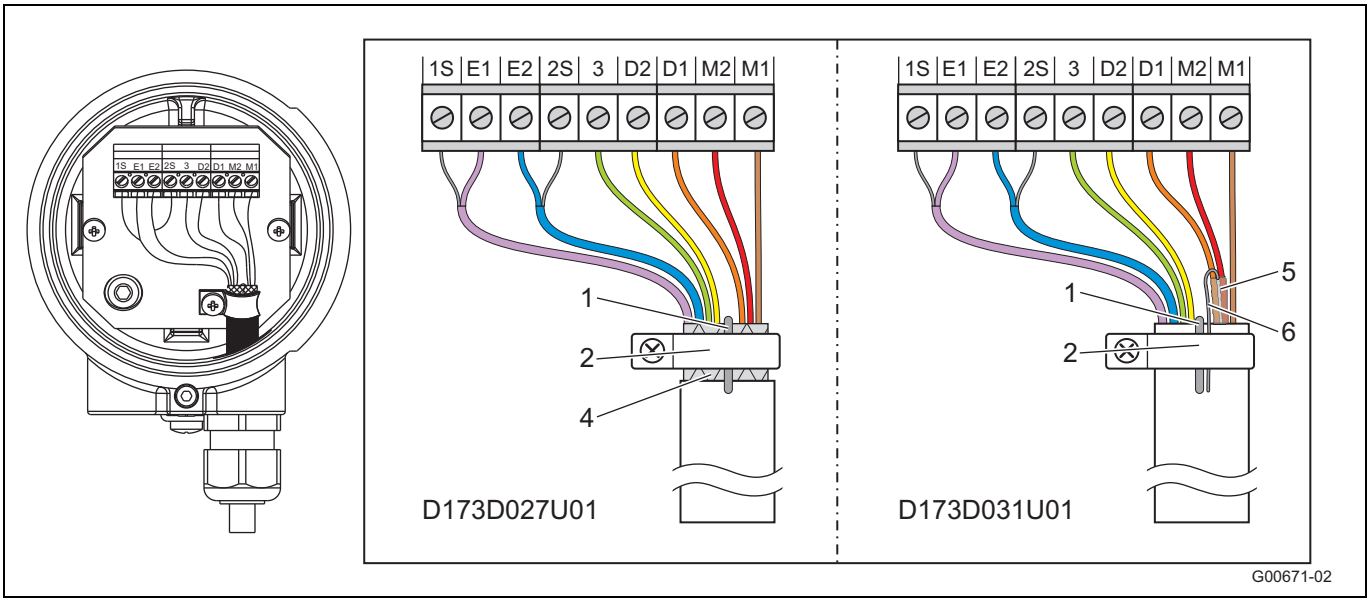

Fig. 33
- Racordaţi toate celelalte fire conform reprezentării din Fig. 33.